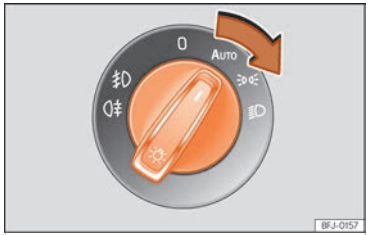

Fig. 82 Tauler d'instruments: comandament dels llums.
- Connecteu l'encesa i gireu el commutador dels llums a la posició desitjada ››› fig. 82.